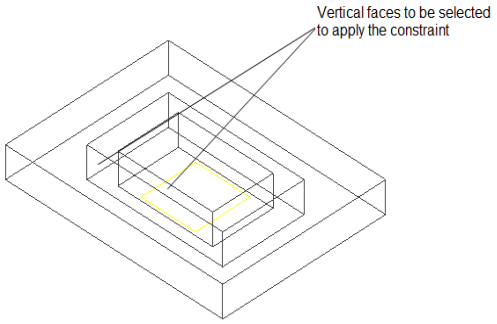

***Figure 18-37*** *Faces selected to apply the Mate constraint*
9. Change the display type of both plates to **Wireframe** and then apply the Mate constraint with an offset of 10 mm between the selected faces, as shown in Figure 18-37; the Inner Plate gets shifted.